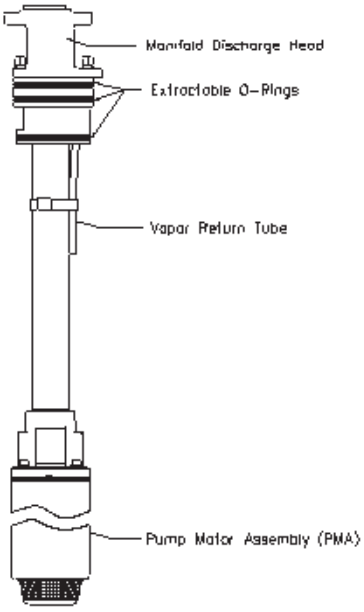
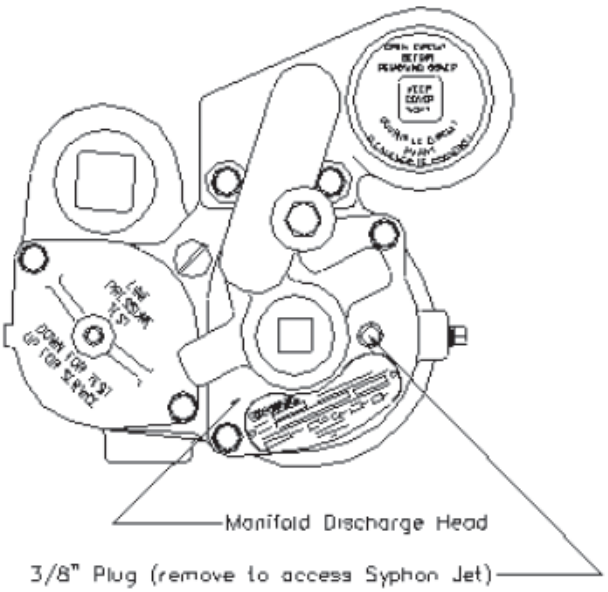

Figure 2
Figure 3
4. To remedy abnormal vacuum conditions, remove the 3/8” plug from the manifold discharge head (see Figure 3) and unscrew the brass Syphon Jet using a large standard screwdriver. Pull the Syphon Jet out and clean it, making sure that the Syphon Jet only allows for downward flow when installed. Before reinstalling the Syphon Jet, ensure that the Syphon Port and the Vapor Return Tube have open passages by using a stiff wire or other similar device to check. Replace or reinstall the Syphon Jet and 3/8” plug. Check for normal vacuum. If the passages are clear and the vacuum is still abnormal, check the STP Extractable O-rings for damage and make sure that the Vapor Return Tube is not pinched. To check the Vapor Return Tube, remove the STP Extractable and repair as necessary (see Figure 2). If the condition has been corrected, continue with the next step to test the remaining syphon system. If abnormal vacuum conditions continue, contact FFS Petro Technical Support.